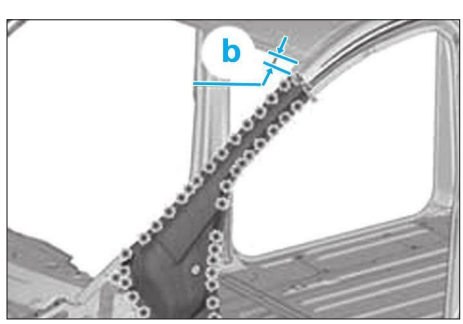

**FIG. 44**
• Tracer puis découper le montant supérieur du pied avant (b) selon la préparation de la pièce de rechange **(Fig.44)**.